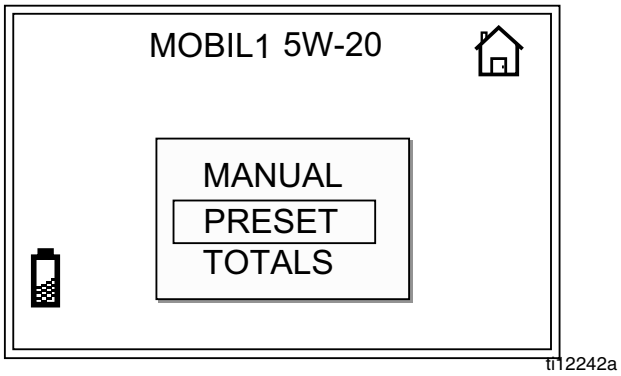

FIG. 24
1. Depuis l'écran d'accueil, utilisez les FLÈCHES HAUT ou BAS pour sélectionner PREREGLAGE (FIG. 24).